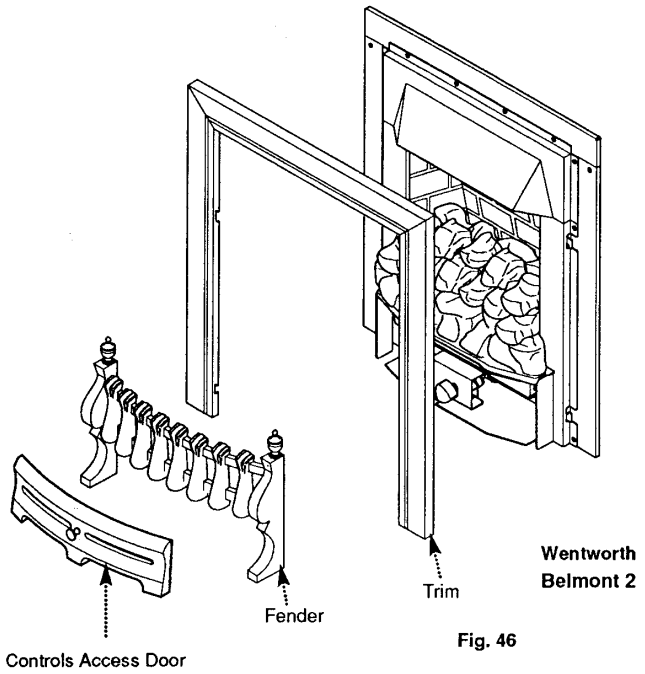

Fig. 46
1. Remove the controls access door and fender assembly (Fig 46 or 47).
10.2 Wentworth, Belmont 2 Models (Fig. 46)